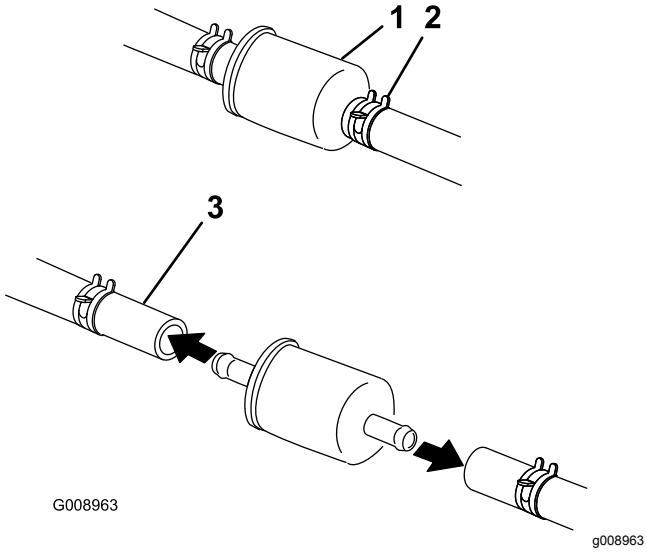

図 50
5. 運転席の下にある燃料バルブを閉じる図 50。
6. 古いフィルタのクランプをゆるめて脇に寄せる(図 50)。
8. 新しいフィルタをホースに取り付け、クランプで固定する図 50。